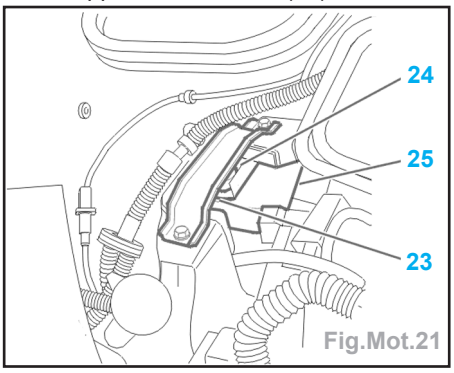
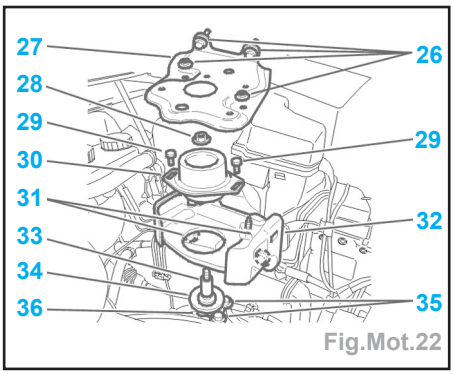

Fig.Mot.21
Fig.Mot.22
- Déposer (Fig.Mot.21) :
- le pontet (23),
- la butée (24),
- le support moteur droit (25).
- Déposer (Fig.Mot.22) :
- les fixations (26),
- le support bac batterie (27),
- l'écrou d'axe de boîte (28) et sa rondelle,
- les vis de cale (29),
- le silentbloc de boîte de vitesses (30),
- les vis (31),
- le support (32),
- l'entretoise (33),
- l'axe (34) (à l'aide de l'outil [7]),
- les vis (35),
- les vis (37) à 4,5 daN.m,
- l'écrou (38) à 4,5 daN.m.
- Reposer (Fig.Mot.21) :
- la butée (24), serrage à 3,2 daN.m,
- le pontet (23), serrage à 2,15 daN.m.
- Reposer (Fig.Mot.22) :
- le support (36),
- les vis (35), serrage à 6 daN.m,
- l'axe (34), serrage à 5 daN.m + **Loctite Frenetanch**,
- le support d'axe de boîte de vitesses (32),
- les vis (31), serrage à 1,9 daN.m,
- les vis de cale (29) (sans serrer).